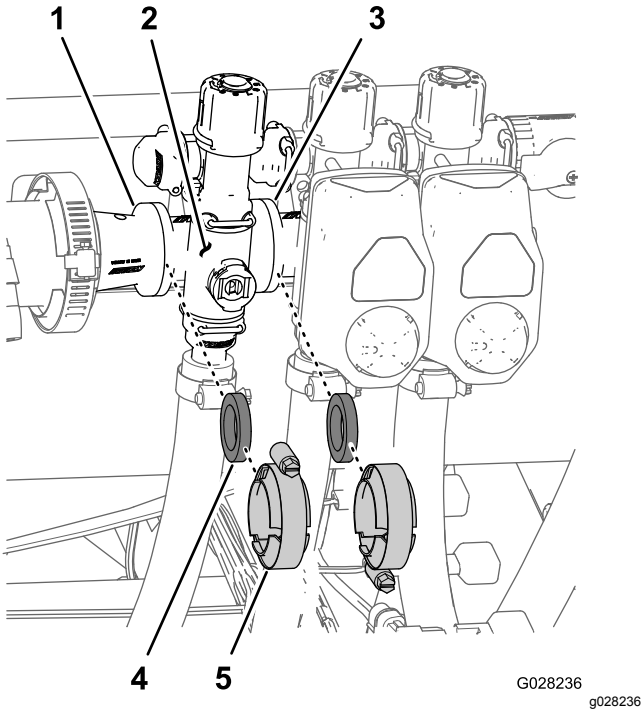

Figuur 108
1. Verwijder de klemmen en pakkingen waarmee de verdeler voor de spuitboomklep (Figuur 108) bevestigd is aan de aangrenzende spuitboomklep (indien links, spuitboomklep en verloopkoppeling).